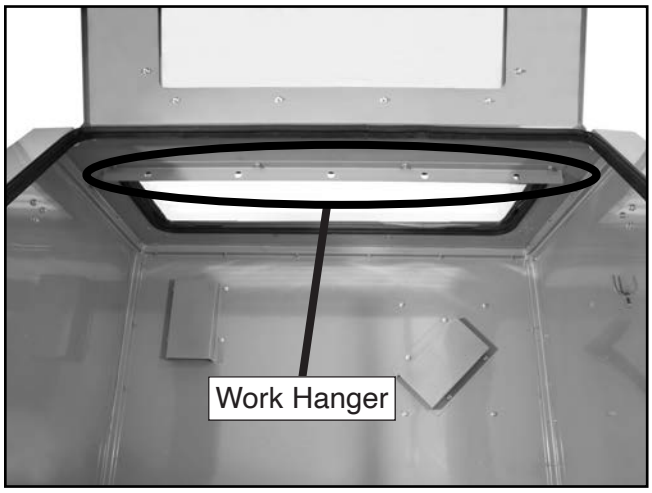

Figure 45. Work hanger location.
4. Have assistant hold work hanger shown in **Figure 45** to avoid possibility of it falling when (4) front cover screws are removed in next step.